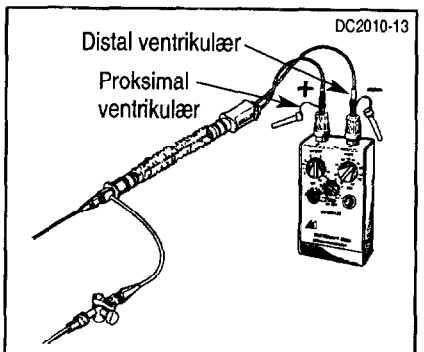

Figur 6. Tilslutning af ledninger til ekstern pacemaker
7. Tilslut de distale og proksimale elektroder til de negative og positive pacemakerudgange (Figur 6) og mål pacinggrænseværdien. En grænseværdi på 1,0 til 2,0 mA er generelt en indikation på en korrekt elektrodeplacering. En initialgrænseværdi højere end 5 mA er en indikation på dårlig placering, muligvis i RV udstrømningsåbning. Træk proben flere cm tilbage og genplacér proben i RV-apex. De bedste pacinggrænseværdier opnås, når proben er ca. 5 cm ude af RV-porten. Stabil pacing er normalt ikke mulig, når proben er mindre end 3 cm ude.